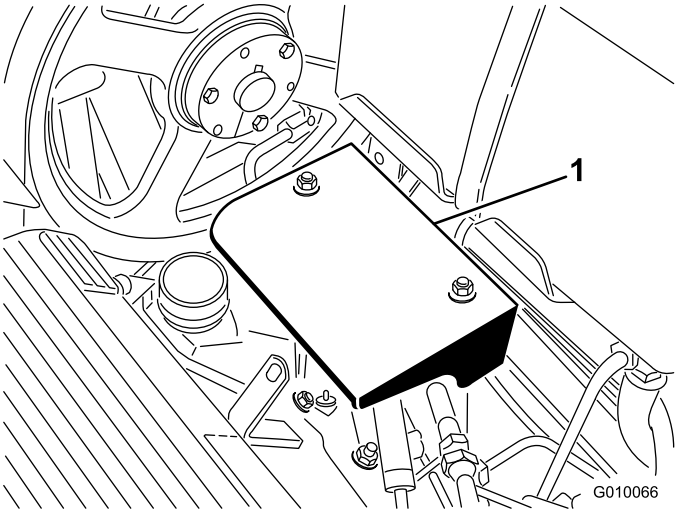

**Rysunek 56**
2. Odkręć dwie nakrętki montażowe osłony pompy i zdejmij osłonę (Rysunek 56).